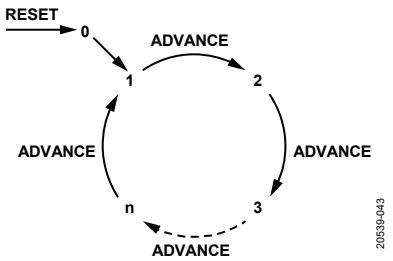

図 42. ステート・マシンの位置ループ
ステート・マシンのポインタがループを移動する様子を図 42 に示します。この図で、n はループ内の状態数の合計です。シーケンサ深度のビット・フィールドは 0 起算であるため、n はシーケンサ深度のビット・フィールドの値より 1 だけ大きい値になります。
- ビット 0～ビット 3：MULT_STATES。これらのビットはループ内の状態数を設定します（図 42 を参照）。
- ビット 0～ビット 3：RX_STATES。これらのビットはループ内の状態数を設定します（図 42 を参照）。